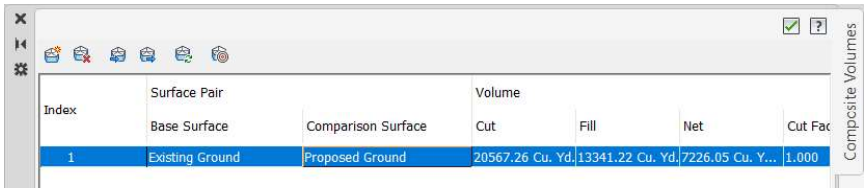

Figure 4-18 *The net cut and fill volumes displayed in the* ***Cut*** *and* ***Fill*** *columns*
4. Similarly, select the **Proposed Ground** option from the drop-down list in the **Comparison Surface** column. On specifying the base and comparison surfaces, the net cut and fill volumes are displayed in the **Cut** and **Fill** columns, respectively, as shown in Figure 4-18.